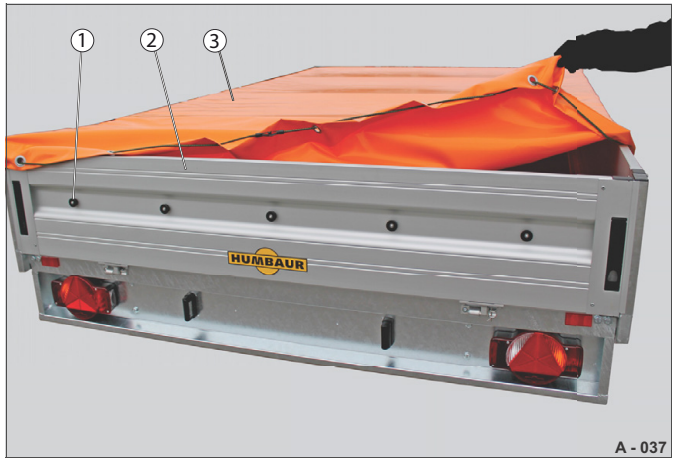

Abb. 59 Natažení ploché plachty
▶ Napněte plochou plachtu (Abb. 59/3) spodní stranou směřující dolů přes bočnice (Abb. 59/2).
▶ Zajistěte plochou plachtu zajišťovacími prvky (Abb. 59/1).
▶ Odjistěte zajišťovací prvky (Abb. 59/1) ploché plachty.